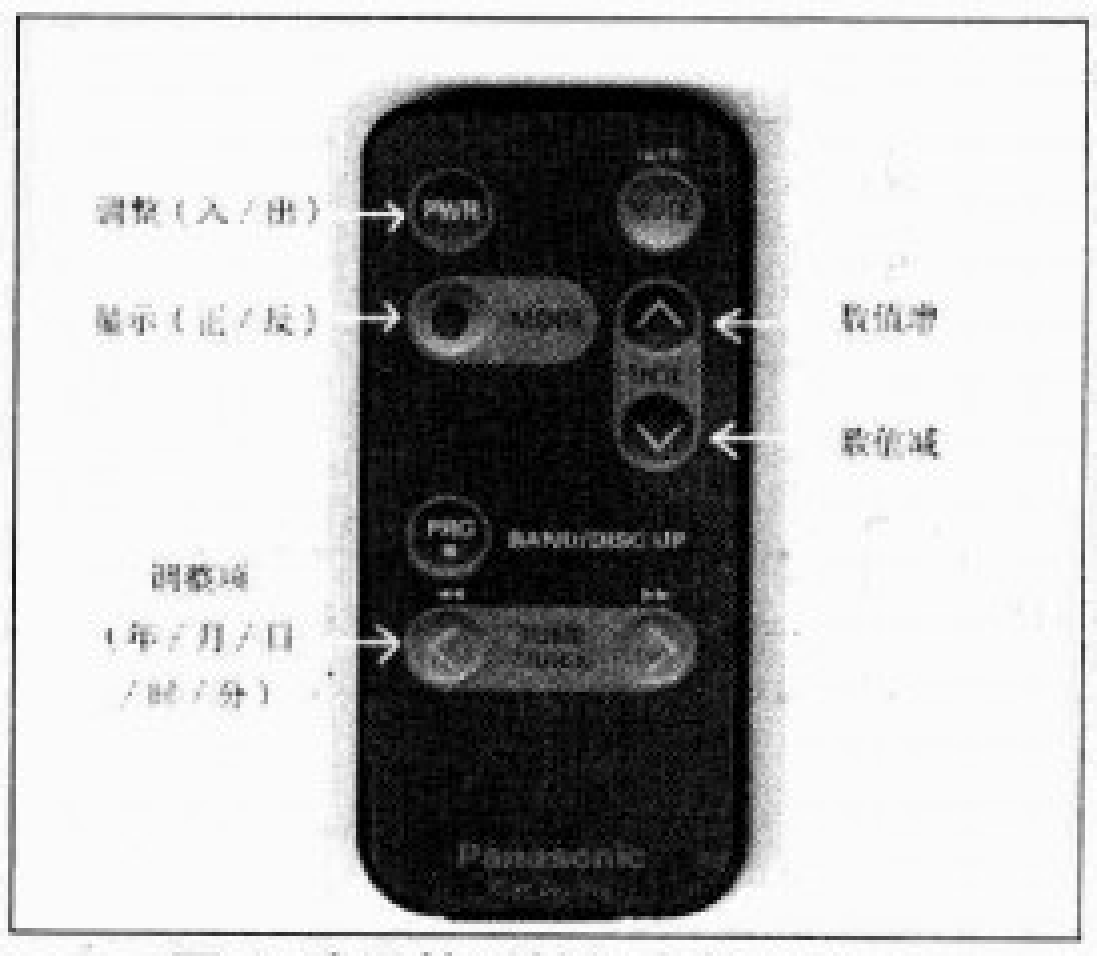

图4 选用的遥控板和按键定义
2.在必须旋转才能显示情况下，由于主板也在旋转，调时成了一大问题。当时思考有两种方案，一是通过串口，用电脑直接传输时间数据后，再开始旋转显示屏。二是采用红外线遥控方式调时，最终采用的是后一种方案。遥控器用的是松下车载机的，只用了其中的6个键，见图4。